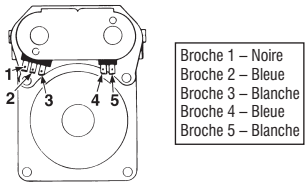

Figure 13 - Mesure de la résistance de l'électrovanne à gaz.
3. Utiliser un ohmmètre pour déterminer si la bobine de l'électrovanne à gaz a mal fonctionné : Débrancher les conducteurs. Mesurer la résistance entre les broches (voir Figure 13). Les lectures doivent correspondre à ce qui est donné dans le tableau ci-après; sinon, remplacer les bobinages.